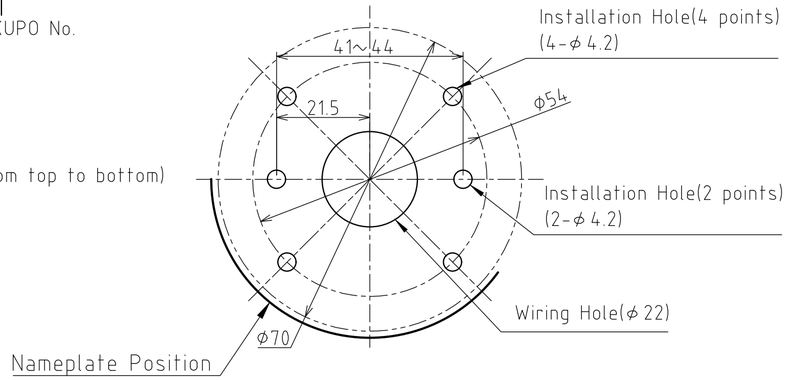

Fig.1 Installation Dimensional Drawing(1:1)
1. To ensure the rated protection rating, the product installation (φ70), as indicated in Fig.1, is to be limited to the mounting hole (6 locations) and harness through-hole (1 location) installation.